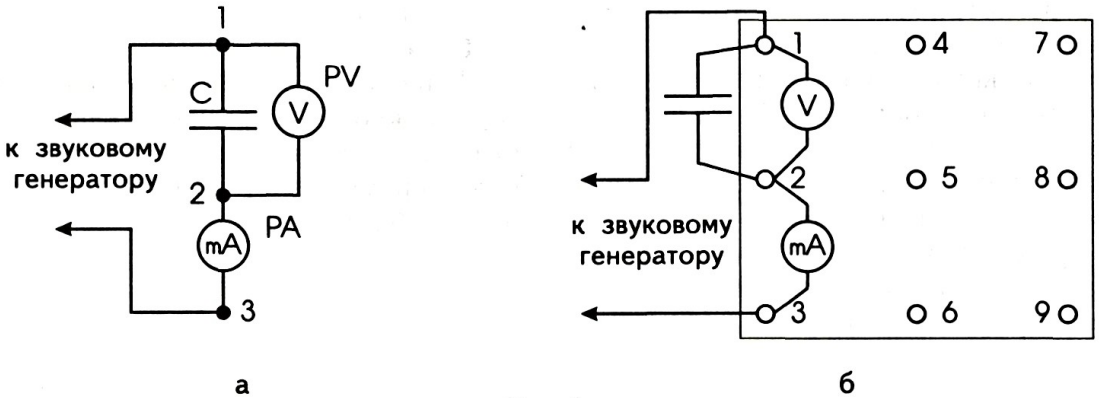

Рис. 1
1. Соберите электрическую цепь по рис. 1. Конденсатор **С** возьмите неоксидный (неполярный) емкостью 1 мкФ.
1. Включайте в электрическую цепь, изображенную на рис. 1, конденсаторы различных емкостей и каждый раз снимайте показания приборов при неизменной частоте звукового генератора 1000 Гц.